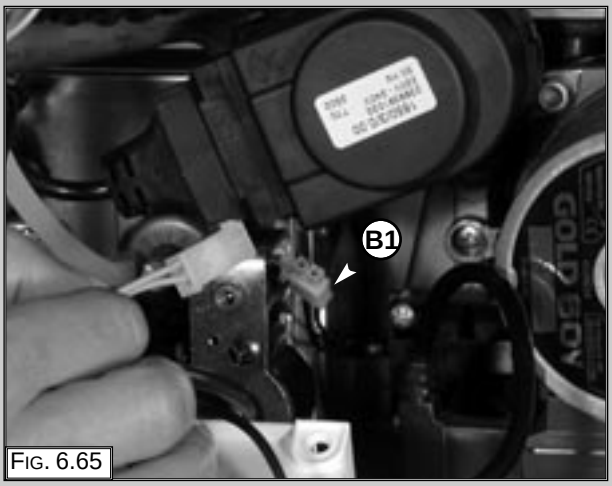

FIG. 6.65
1. Unplug the electrical connector “B1” (FIG. 6.65);